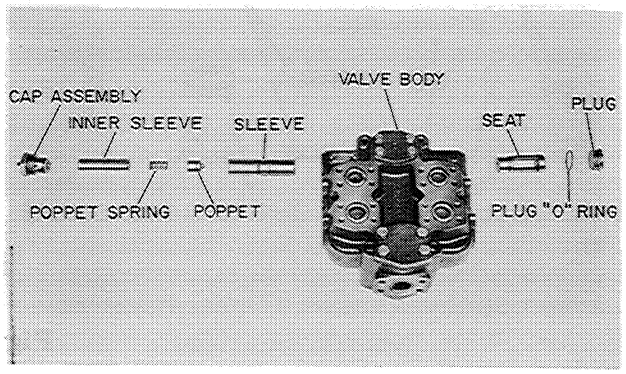

Figure D-67
7. Figure D-67 shows the order in which the relief valve is assembled in the control valve body.